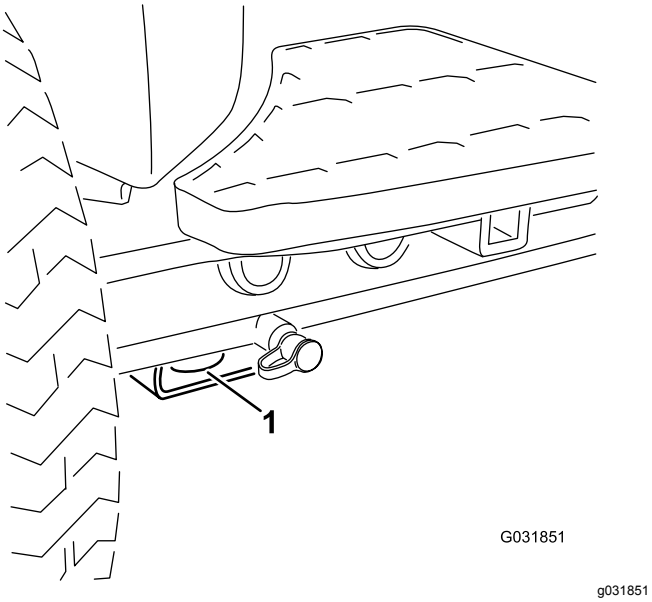

Figur 68
- For – hullet i den rektangulære plade, under akselrøret, indvendigt i forhold til hvert fordæk (Figur 68)